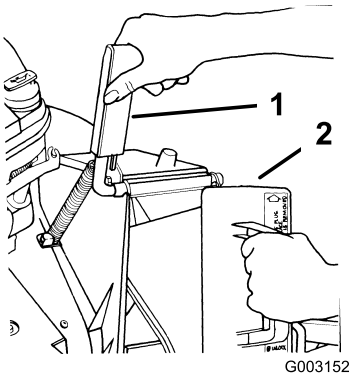

Figur 7
1. Öppna utkastarluckan genom att trycka handtaget framåt och föra det bakåt (Figur 7). Håll i utkastarluckans handtag för att undvika att den fjäderbelastade luckan stängs medan du sätter i pluggen.
2. Vrid pluggen något medsols då du för in den eftersom pluggen är något bredare än utkastartunnelns öppning (Figur 7).